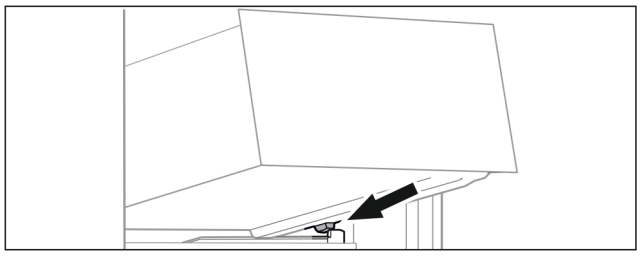

Fig. 17
▶ Place drawer on the moulded ribs behind the stoppers with the drawer tilted up at the front *Fig. 17 ()*.